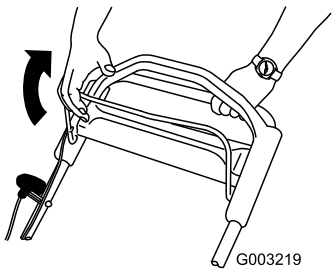

Figura 13
3. Tenete la barra di comando della lama contro la stegola (Figura 13).